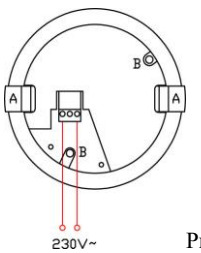

Рис. 3
- Вынуть внутреннюю часть светильника из корпуса. Для этого нажмите (изнутри корпуса) белые лапки (А) вниз см. схему (см. рис. 3).
- При подключении светильника необходимо выключить основное питание, затем снять заднюю крышку, вывернув два винта для доступа к разъемам подключения и подключить светильник как указано на рис.3 (max сечение 2,5 мм^2).